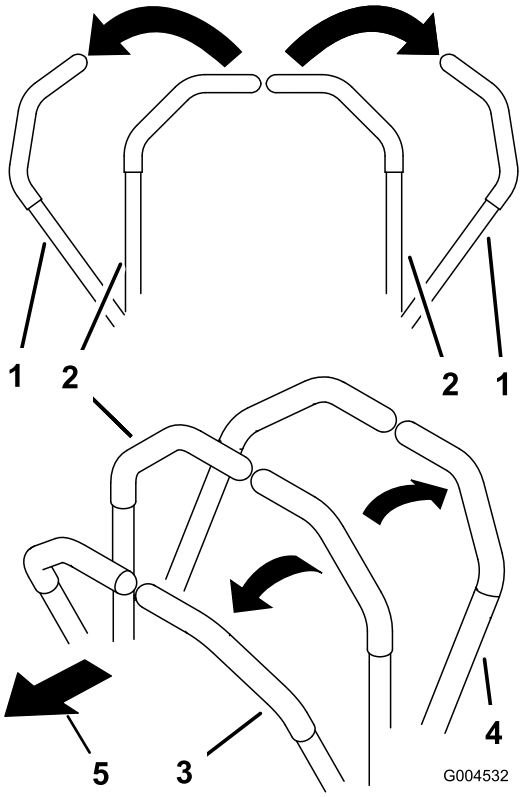

Figur 17
1. Flytt bevegelseskontrollspakene (Figur 17) ut av nøytral låsestilling.
- Skyv bevegelseskontrollspakene forsiktig forover for å kjøre rett fremover (Figur 17).
- Skyv bevegelseskontrollspakene forsiktig bakover for å kjøre rett bakover (Figur 17).
- For å svinge, dra begge spakene tilbake og skyv så fremover den spaken som er på motsatt side av den veien du vil svinge (Figur 17).